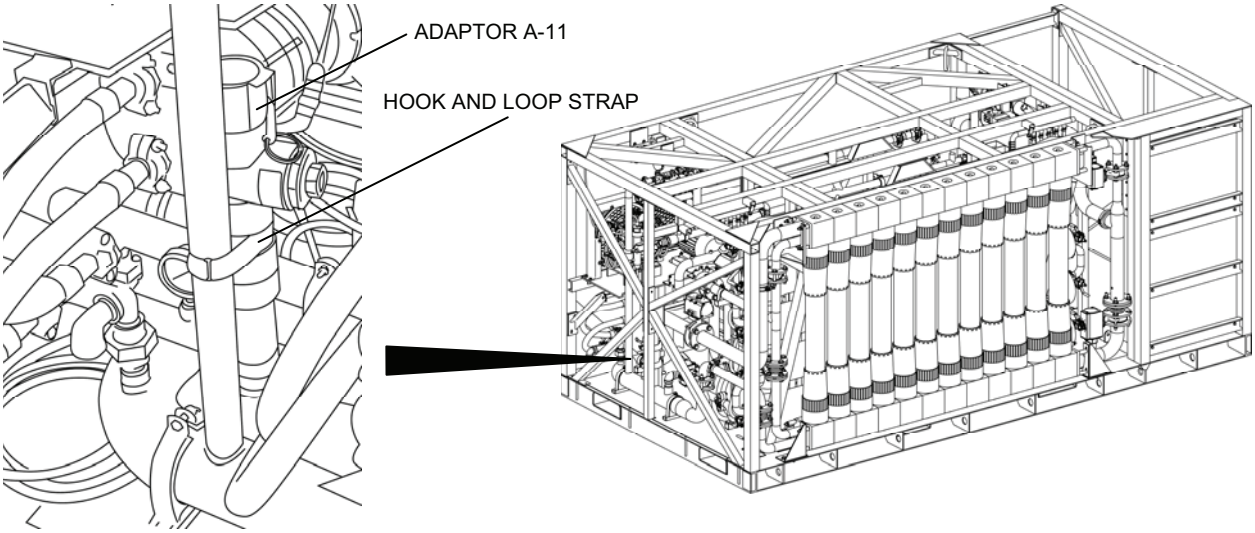

Figure 19. Adaptor A-11 Packout.
1. At the right end of the skid, strap Adaptor A-11 to the vertical pipe next to the air compressor, using an 18-in. hook and loop strap (Figure 19).